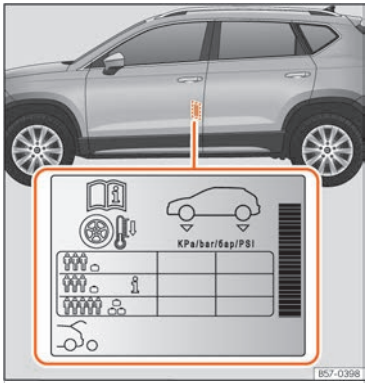

Fig. 218 Location of the tyre pressure sticker.
- Adjust tyre pressure to the load being carried by the vehicle ››› Fig. 218.
The values of the tyre pressure are shown on the sticker label located on the read frame of the front left door ››› Fig. 218.
The tyre pressure must be adjusted according to the load the vehicle is carrying. If the vehicle is going to be fully loaded, increase the tyre pressure to the maximum load value shown on the sticker label ››› Fig. 218.
In the case of a minimised temporary spare wheel (125/70 R16 or 125/70 R18) inflate to a pressure of 4.2 bar as indicated on the tyre pressure label ››› Fig. 218.
Depending on the vehicle, tyre pressure can be adjusted to medium load to improve driving comfort (tyre pressure ℹ ››› Fig. 218). When driving with comfort tyre pressure fuel consumption may increase slightly.
- **The driver is responsible for ensuring that all of the vehicle tyres are correctly inflated to the right pressure. The recommended tyre pressure is indicated on the label ››› Fig. 218.**
- **Tyre pressure should be that indicated on the label when the tyres are cold at all times ››› Fig. 218.**